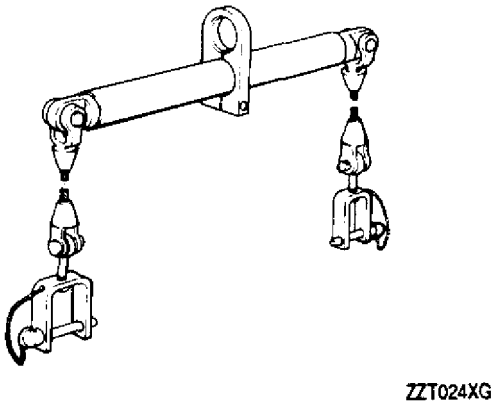

Figure 11. 6796665 Metallizing Lifting Adapter
e. Install 6796665 metallizing lifting adapter (figure 11) on front and rear adapters and position compressor case assembly in an oven. Preheat case assembly 175−205°F (79−96°C). Maintain oven temperature until case assembly is to be metallized.